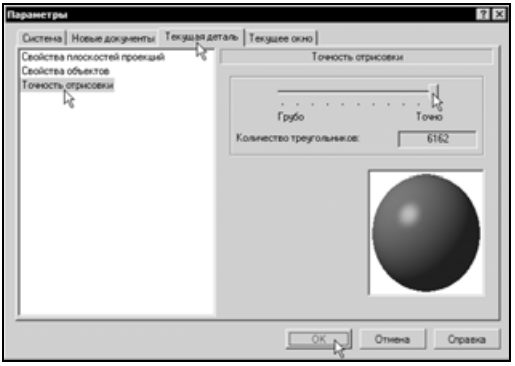

Рис. 2.105
- Выполните команду **Сервис | Параметры...**. В диалоговом окне **Параметры** на вкладке **Текущая деталь** укажите параметр **Точность отрисовки** (рис. 2.105).